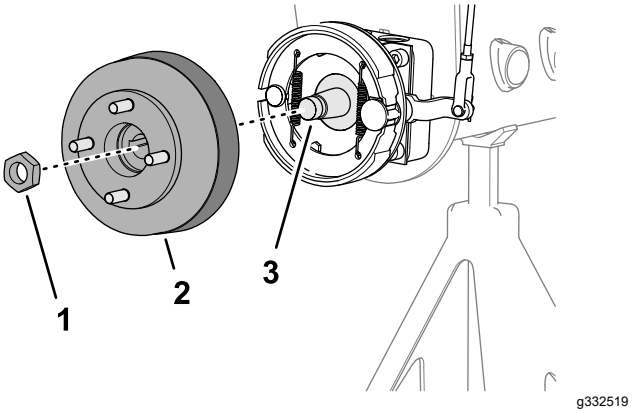
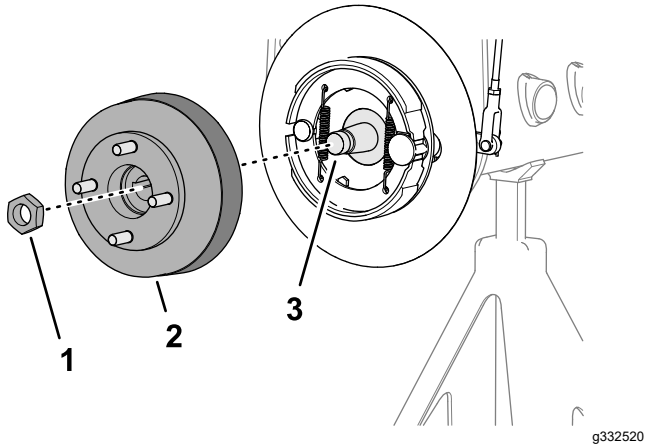

Figuur 73
Figuur 74
3. Monteer de wielnaaf en de remtrommel op de wielmotoras (Figuur 73 of Figuur 74).
4. Bevestig de wielnaaf aan de as met de borgmoer (Figuur 73 of Figuur 74) en draai met de hand aan.